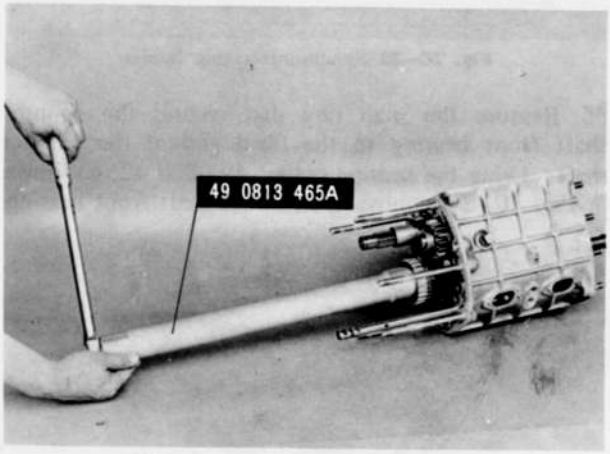

Fig. 7C–21 Removing lock nut
29. Straighten the tab of the lock washer. Using the **lock nut wrench** (49 0813 465A) shown in Fig. 7C–21, remove the lock nut from the main shaft.